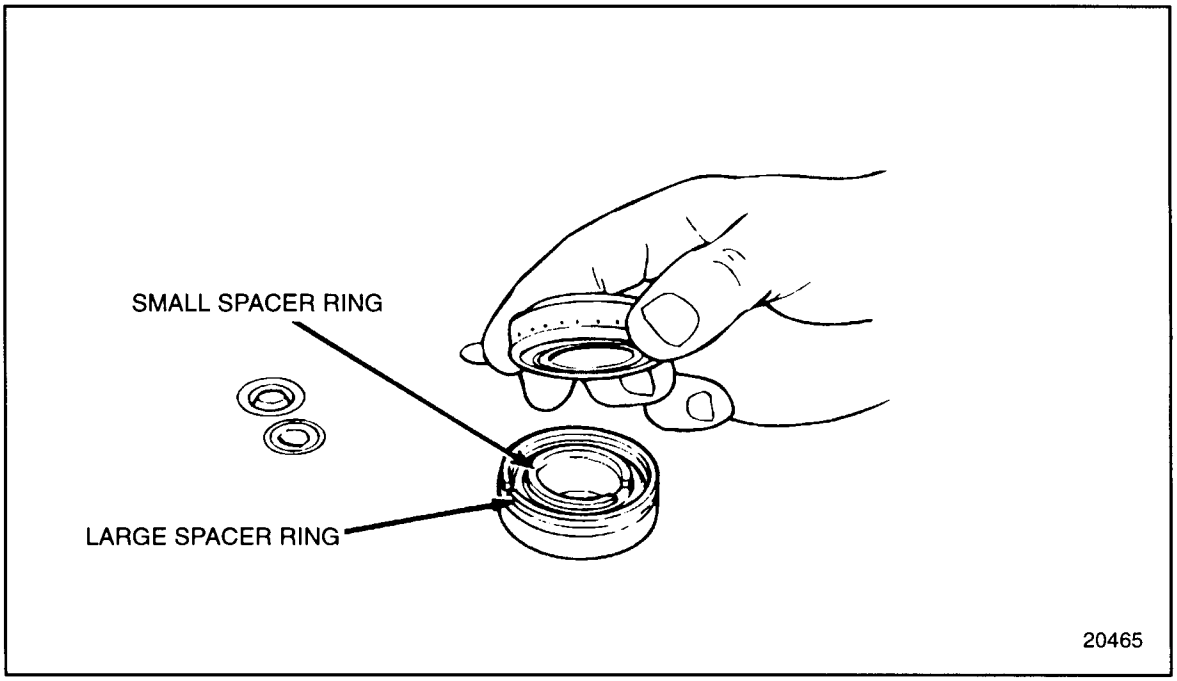

Figure 4-43 Bearing Pack Assembly (FM)
2. Assemble new bearing packs. See Figure 4-43.